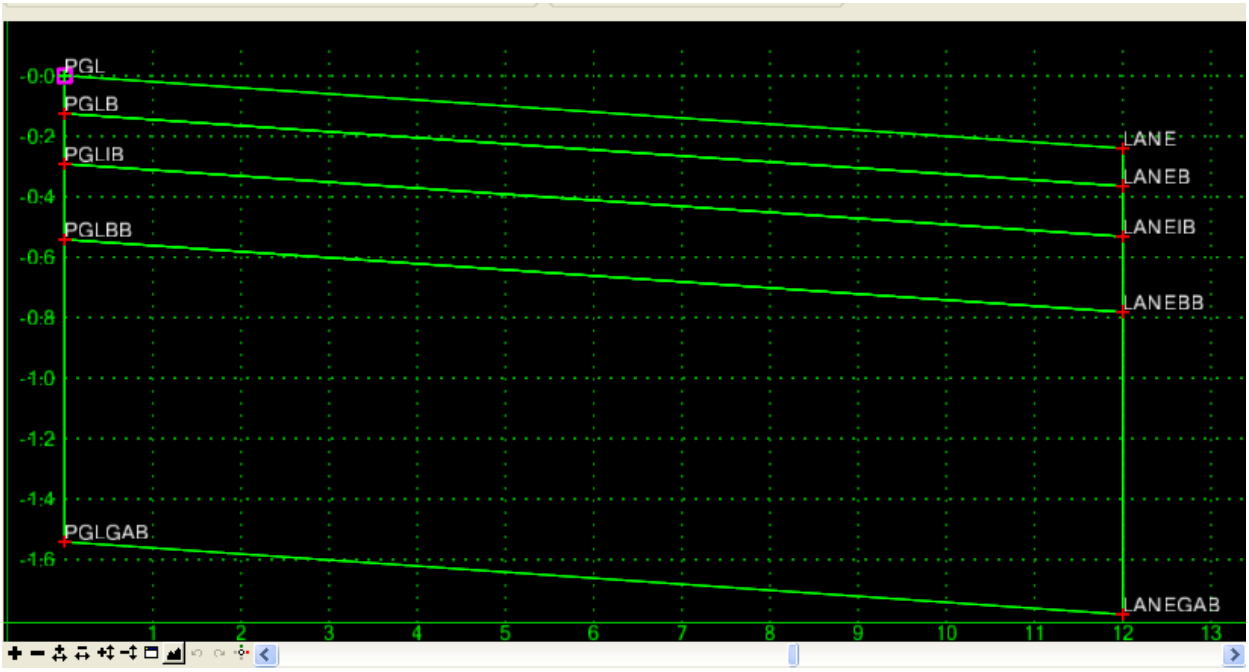

Figure L7-78 Create Template Grid
• Double click on the component '**Asphalt Lane PGL to Lane'** to make it the active component. • Ensure the component is displayed in the **Create Template** grid as shown in *Figure L7-78*.